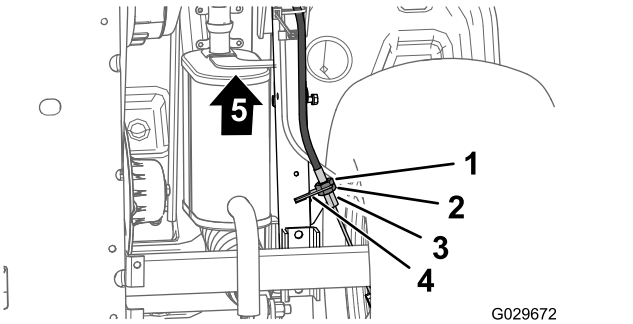

Figur 64
3. Lossa den bakre kontramuttern för den gängade justeraren till parkeringsbromskabeln som sitter längst ner på maskinen genom att vrida på den fyra varv (Figur 64).
4. Dra åt den främre kontramuttern (Figur 64).
A. Lossa den främre kontramuttern (Figur 64) för den gängade justeraren till parkeringsbromskabeln genom att vrida på den ett varv.
B. Dra åt den bakre kontramuttern (Figur 64).
A. Lossa den bakre kontramuttern (Figur 64) för den gängade justeraren till parkeringsbromskabeln genom att vrida på den ett varv.
B. Dra åt den främre kontramuttern (Figur 64).